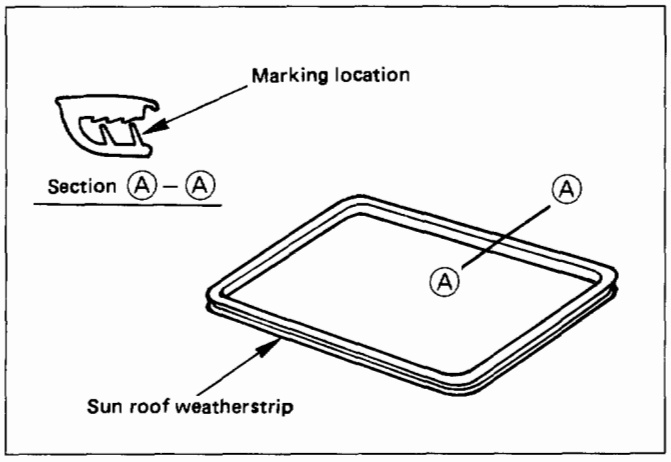

Fig. 10-238
- Be sure to install sun roof weatherstrip so that the white marking side of weatherstrip is on the front side of the vehicle. (Fig. 10-238)